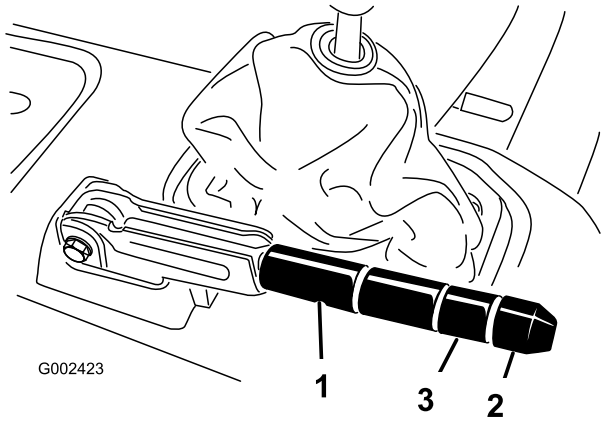

**Figur 61**
2. Løsn sætskruen, der holder skruen fast til parkeringsbremsehåndtaget (Figur 61).